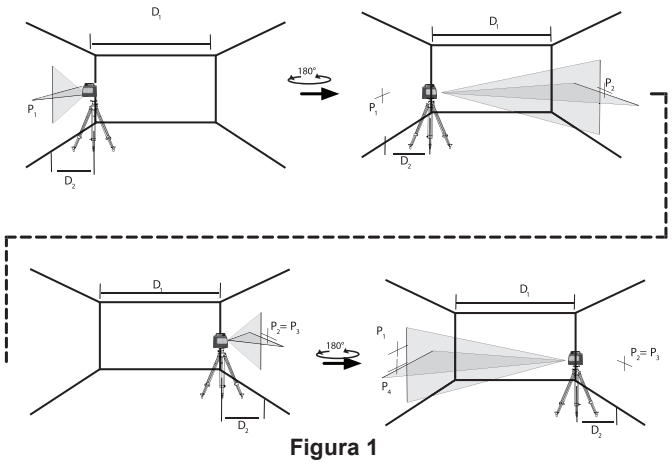

Figura 1
Butonul PORNIT/OPRIT este amplasat pe partea din spate a uneltei, conform ilustraţiei din figura 1. Când comutatorul (C) se află în poziţia OPRIT/BLOCAT, unitatea rămâne oprită şi pendulul este blocat. Când butonul de pornire/oprire (C) se află în poziţia OPRIT/BLOCAT, unitatea porneşte şi pendulul este eliberat din poziţia de blocare şi autonivelare.
(Consultaţi Figura 1)